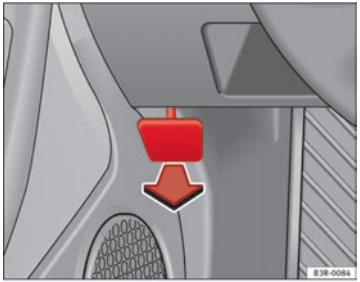

Fig. 178 Detail of foot-well area on driver side: lever for unlocking the bonnet.
– To release the bonnet, pull the lever under the dash panel ⇒ Fig. 178 in the direction indicated (arrow).